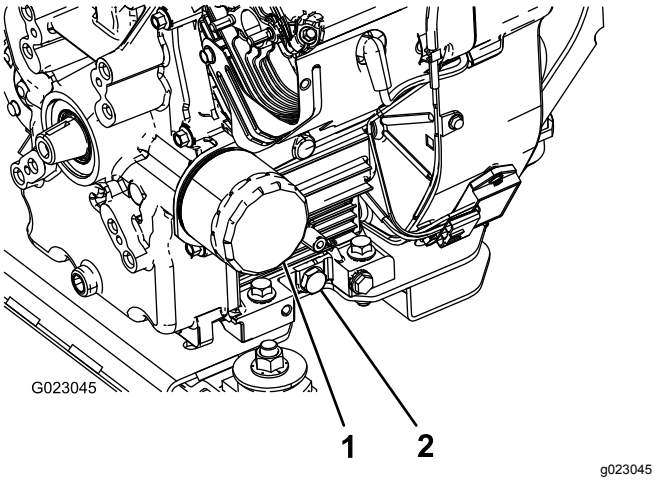

Rysunek 41
5. Wykręć korek spustowy (Rysunek 41).
2. Wyjmij filtr oleju (Rysunek 41).
5. Zainstaluj nowy filtr oleju w adapterze. Obracaj filtr oleju w kierunku zgodnym z ruchem wskazówek zegara, aż gumowa uszczelka zetknie się z adapterem, a następnie obróć filtr o dodatkowe pół obrotu (Rysunek 41).